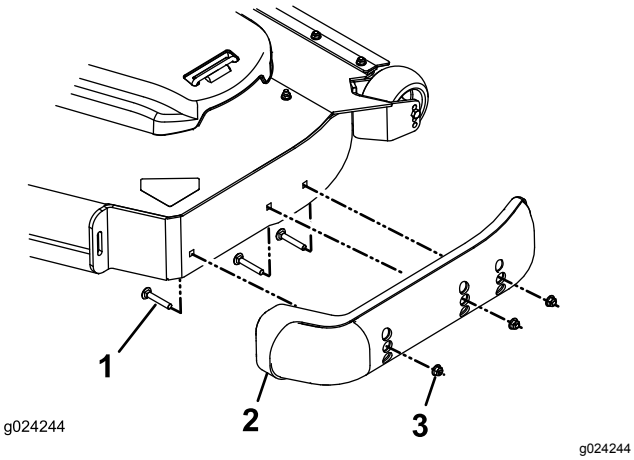

**Figuur 37**
3. Verwijder de slotbouten en de moeren van de glijders (Figuur 37).